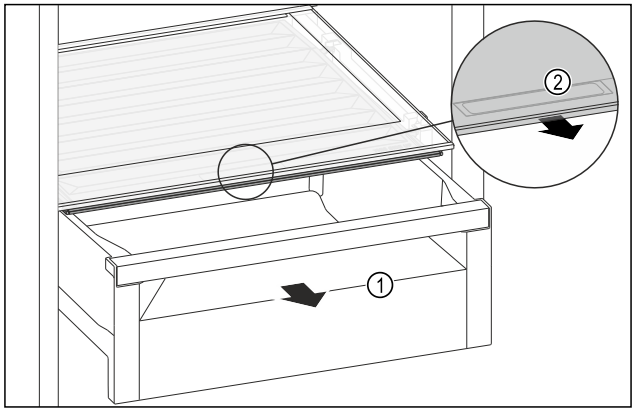

Fig. 150
▶ Izvlecite predal *Fig. 150 (1)*.
▶ Primite prijemalno vdolbino *Fig. 150 (2)* na pokrovu predala in predal istočasno povlecite naprej.